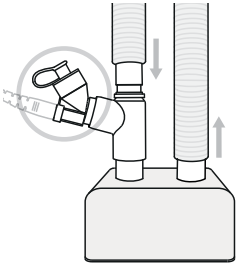

Abbildung 7. Aerogen Solo auf der trockenen Seite des Luftbefeuchters
2. Der Aerogen Solo kann zwischen dem Beatmungssystem und der trockenen Seite des Luftbefeuchters angebracht werden. Abbildung 7 veranschaulicht ein Setup für den Aerogen Solo auf der trockenen Seite des Luftbefeuchters. In dieser Konfiguration kann der Aerogen Solo mit einer Nasenmaske verwendet werden.
Der Aerogen Solo kann mit/ohne Beatmungsgerät mit einer Nasenmaske verwendet werden, wenn er an einen Luftbefeuchter angeschlossen ist (Abbildung 7).